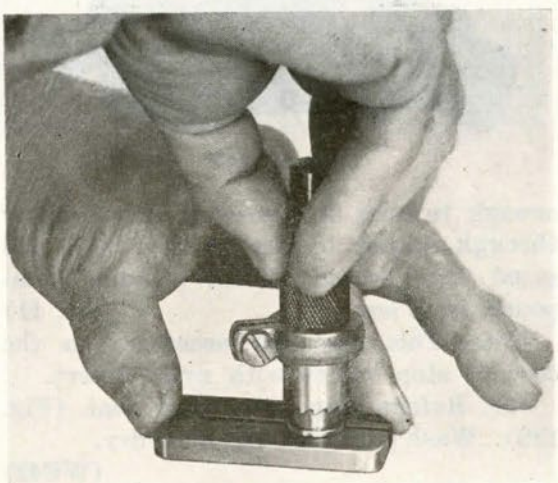

Figure 147
*8. Reseat upper flat seat on valve (Fig. 147). **(WE111, WE112)**